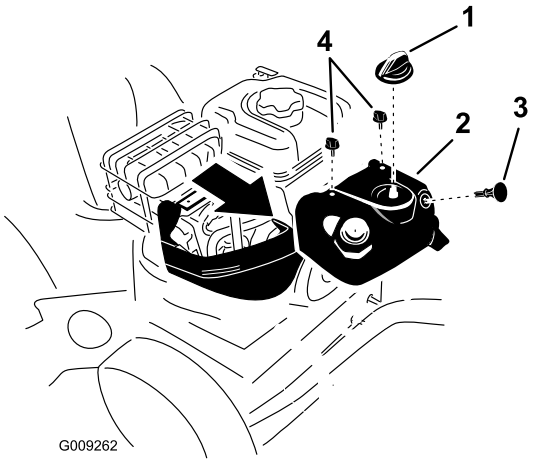

Figur 44
Bemærk: For at få adgang til tændrøret skal du først fjerne den øverste snehjelm (Figur 44).
1. Fjern chokerhåndtaget og tændingsnøglen (Figur 44).
2. Fjern de to skruer, der fastgør den øverste snehjelm på sneslyngen (Figur 44).